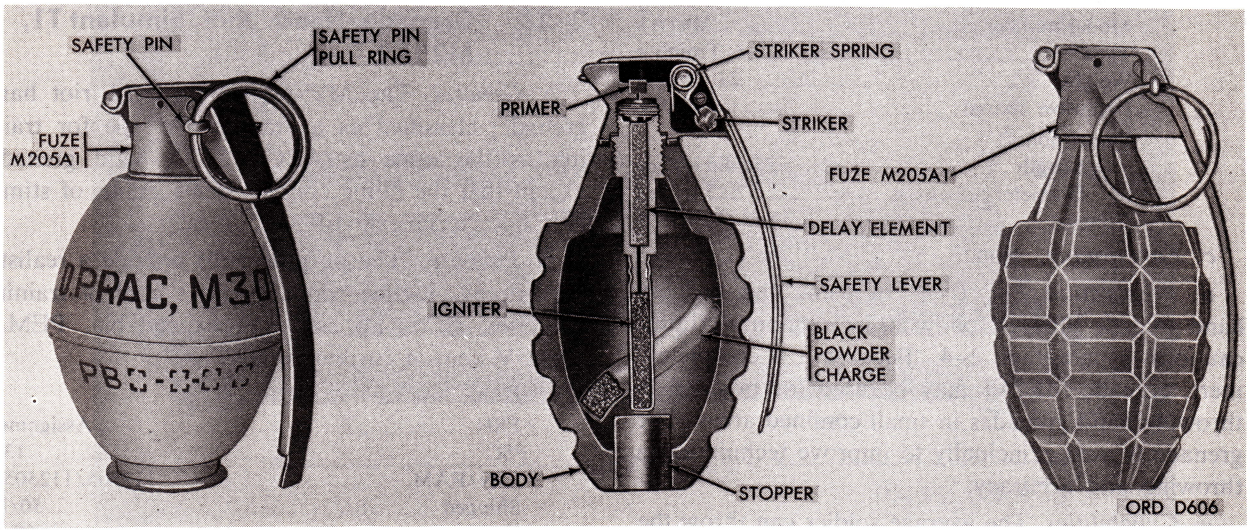

Figure 2–22. Grenade, hand: practice, M30, with fuze, M205A1.
a. General. Training hand grenade Mk1A1 (fig. 2–23) simulates in weight and form, fragmentation hand grenade Mk2 (para. 2–4). The grenade is a nonfunctioning type and is used for training in handling and throwing of fragmentation hand grenade Mk2.